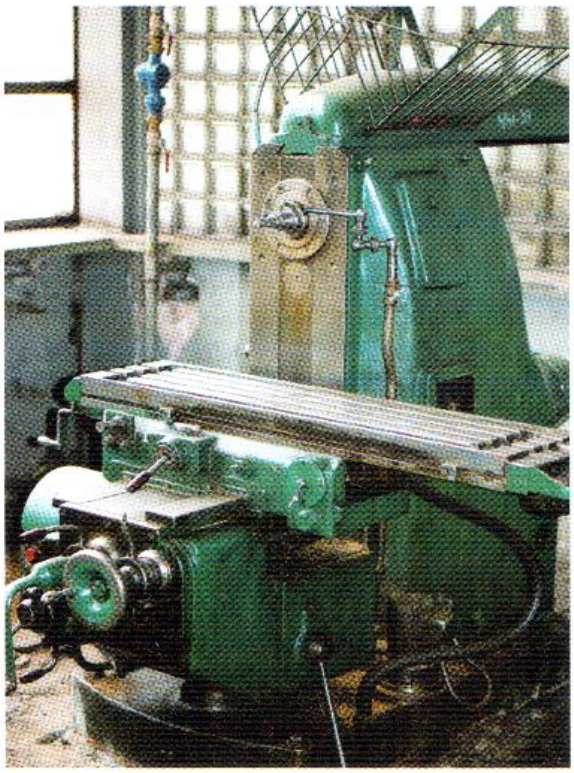

Rys. 7.21 Frezarka wspornikowa pozioma
- ***ogólnego przeznaczenia***, do których należą frezarki stołowe, wspornikowe poziome (rys. 7.21), wspornikowe pionowe i bezwspornikowe;